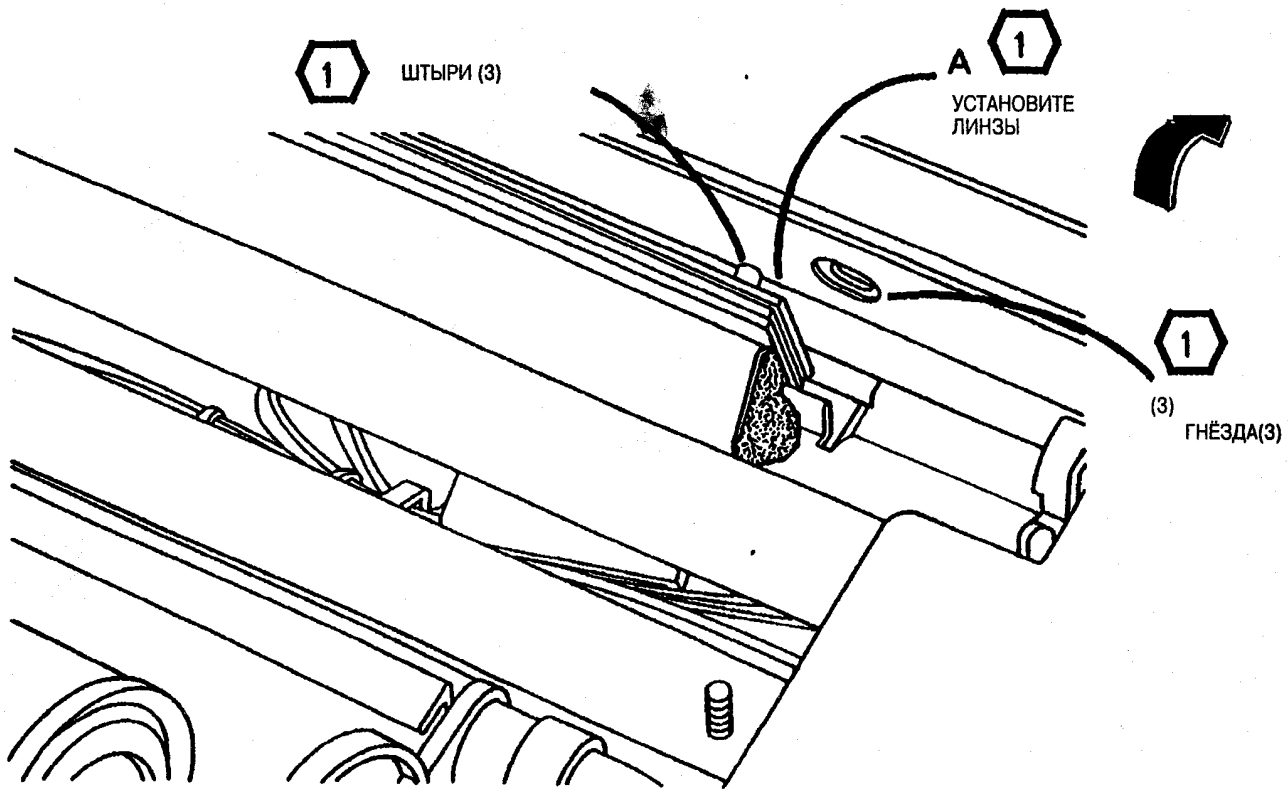

Рис. 3. Заново установите линзы
1. (Рис. 3): Заново установите линзы.